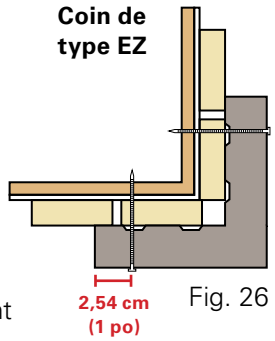

Fig. 26
- Tous les coins de revêtement en bois Fraser doivent être fixés à l'aide des clous de 7,62 cm (3 po) Revêtement en bois Fraser de couleur assortie tous les 40,64 cm (16 po) depuis le centre, à environ 1,905 cm (3/4 po) – 2,54 cm (1 po) du bord de la moulure. *(Voir la Figure 26/27)*